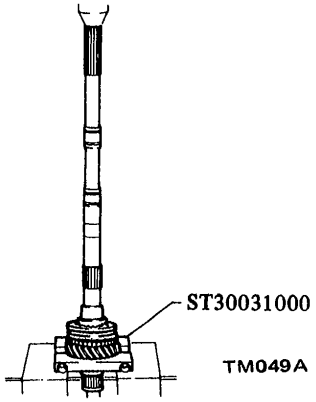

Fig. MT-18 Removing 1st gear mainshaft bushing
2. Press out 1st gear mainshaft bushing together with 2nd gear and 1st & 2nd speed synchronizer using Bearing Puller ST30031000. See Figure MT-18.